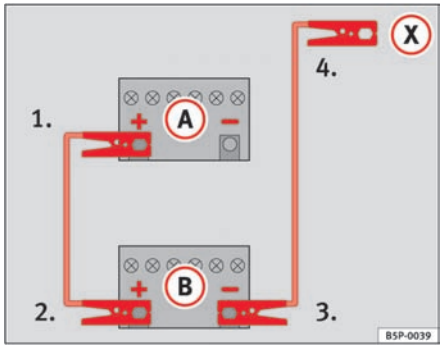

Fig. 181 How to connect the jump leads
In ⇒ fig. 181, the flat battery is (A) and the charged battery (B).
1. Connect one end of the red jump lead to the positive ⇒ fig. 181 (+) terminal of the vehicle with the flat battery ⇒ ⚠.
4. Connect the other end of the black jump lead (X) to a solid metal component which is bolted on to the engine block, or onto the engine block itself of the vehicle with the flat battery. Do not connect it to a point near the battery ⇒ ⚠.